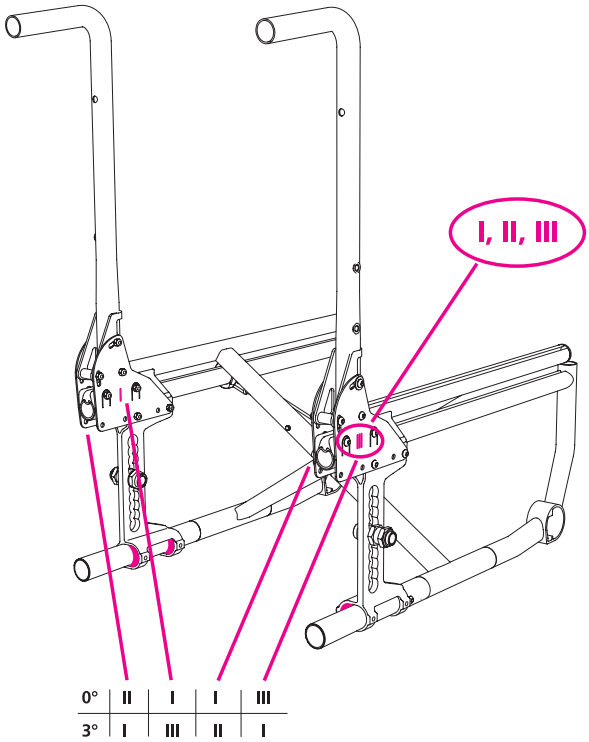

fig. 52
2. Per essere identificate univocamente le piastre sono contrassegnate con i numeri I (2 x), II, III (fig. 52).